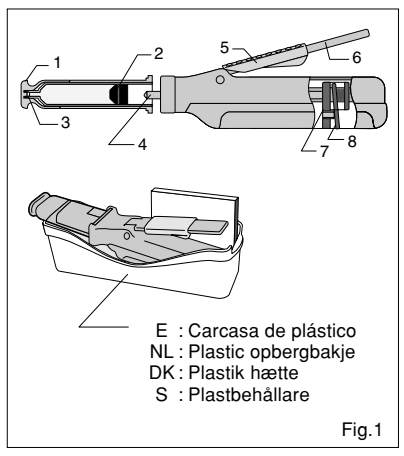

Fig.1
8. Leva di rilascio (Fig.1)
8. Palanca de liberación (Fig.1)
8. Ontgrendelhendel (Fig.1)